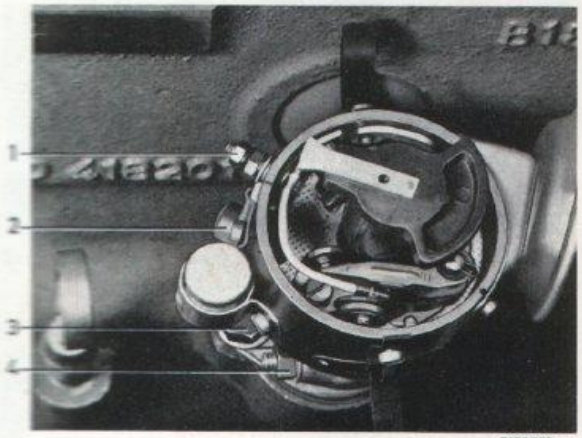

Bild 10-52. Fördelaren monterad
3. Lossa primärledningen 1, bild 10-52.
5. Lossa skruven 4, bild 10-52, på reglerarmen och lyft upp fördelaren.